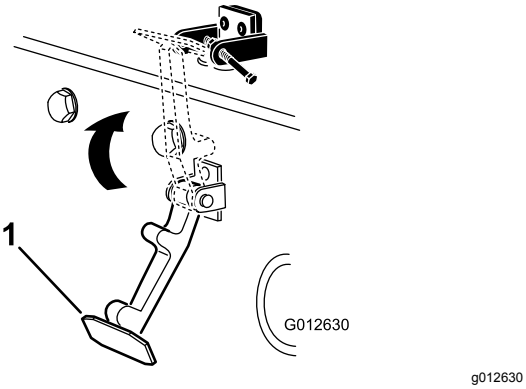

Figur 5
6. Sæt låsen fast på hjelmlåsebeslaget (Figur 5).